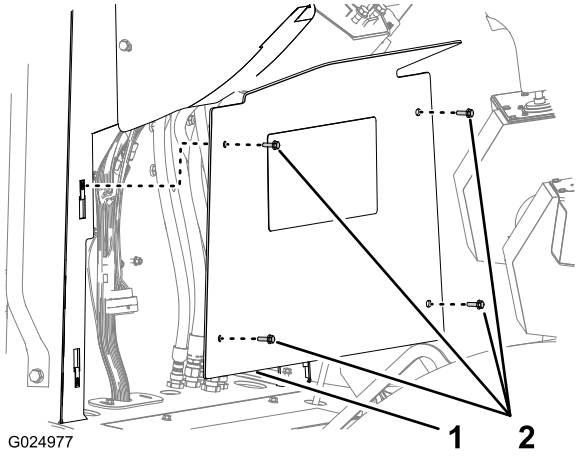

Figura 117
1. Remova os 4 parafusos com cabeça hexagonal (6 x 20 mm) que prendem o painel do console inferior ao console e remova o painel (Figura 117).
3. Alinhe o painel do console inferior ao console (Figura 117).